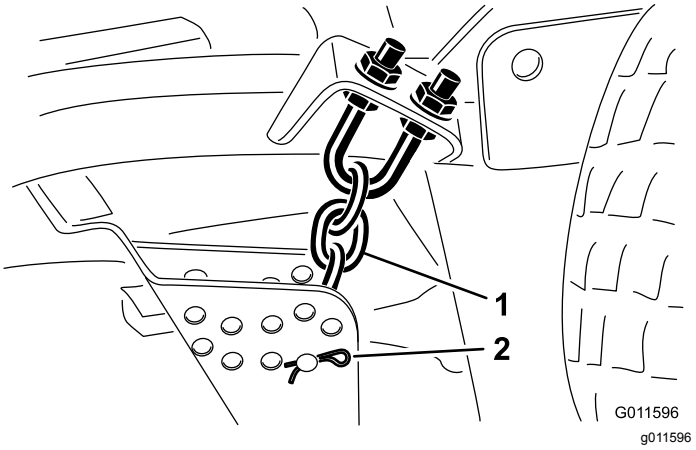

Figur 24
9. Fjern hårnålssplinten og ringstiften som fester klippehøydekjedene til bakre del av klippeenheten (Figur 24).